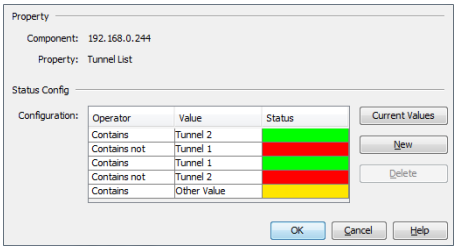

Figura 30: Configurazione dello stato per tunnel TXCare
- ☐ Inserire i valori come visualizzato in (vedi figura 30).